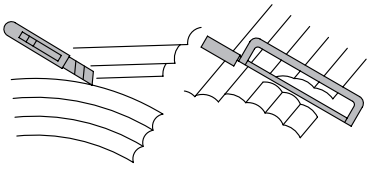

図2-3
❸ボード・押え竹をノコギリ、カッターを使い切断してください。（図2-3参照）